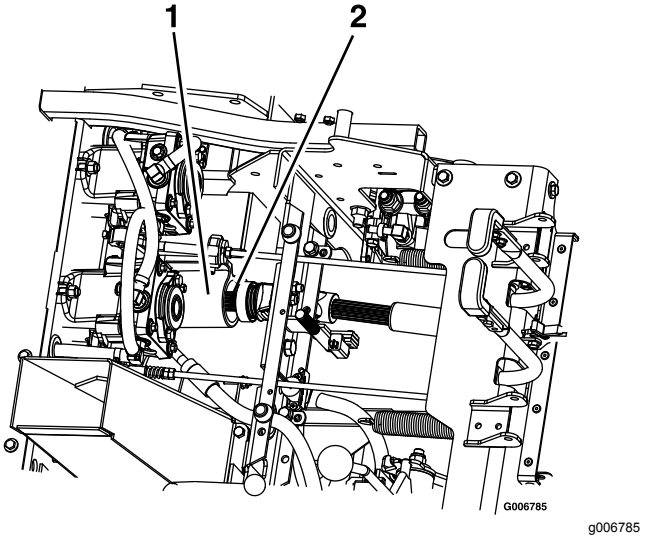

Figur 81
9. Haka loss sätesspärren och koppla ur drivaxeln med hjälp av snabbkopplingen på mellanaxeln (Figur 81). Se Lossa spärren till sätet (sida 19)
5. Montera drivaxeln på mellanaxeln (Figur 81).